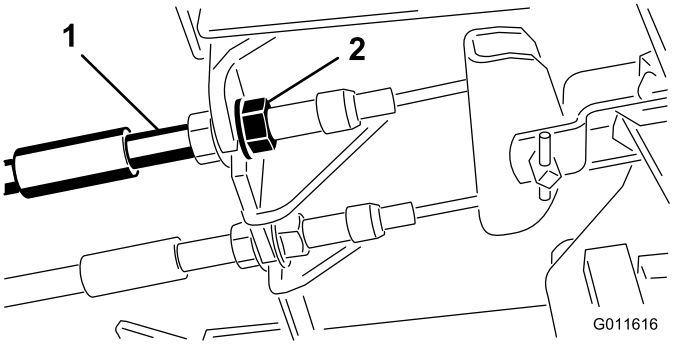

Figur 65
1. Dra åt bromsarna genom att lossa den främre muttern på bromskabelns gängade ände för att minska bromspedalernas spel (Figur 65).